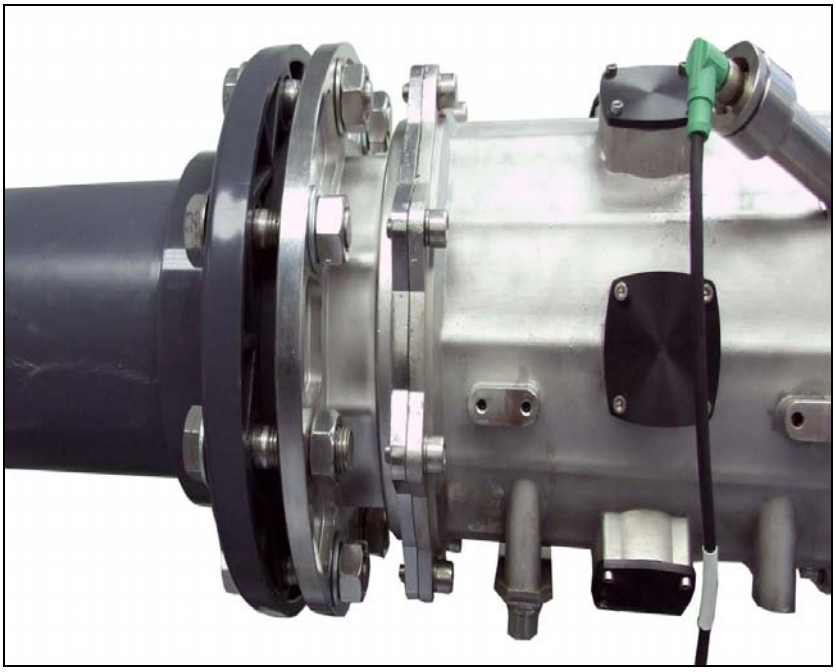

Figure 3: Connecting the Unit to the Water Line – Flange Fitting
7. Bolt the flanged fitting on one side of the unit to the flanged fittings of the facility's pipes with the eight (8) sets of supplied bolts/nuts/flat & lock washers, as shown in Figure 3 – **do not** tighten the hardware.